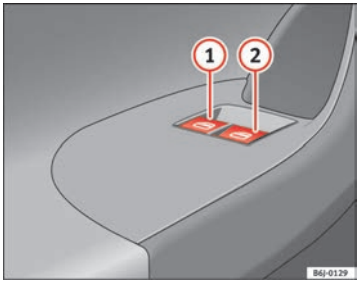

Fig. 46 Detail of the driver door: controls for the front windows.
Buttons ⇒ page 81, fig. 46 (1) and (2) have two positions for opening the windows and two for closing them. This makes it easier to open and close windows to the desired position.